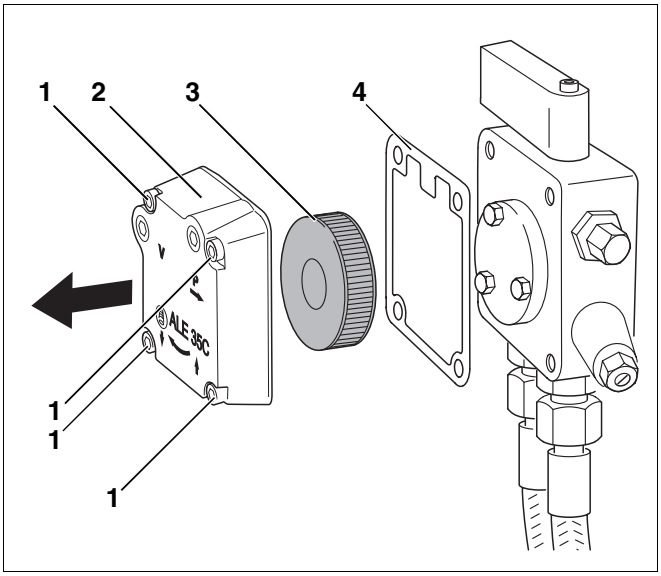

Abb. 19 Ölpumpenfilter prüfen – Ölpumpe Suntec
- Die vier Innensechskantschrauben (Abb. 19, **Pos. 1**) lösen.
- Gehäusedeckel (Abb. 19, **Pos. 2**) abnehmen.
- Ölpumpenfilter (Abb. 19, **Pos. 3**) herausnehmen.
- Dichtung (Abb. 19, **Pos. 4**) auf Beschädigung prüfen und ggf. austauschen.
- Ölpumpenfilter (Abb. 19, **Pos. 3**) mit Waschbenzin reinigen, ggf. austauschen und wieder in die Ölpumpe einbauen.